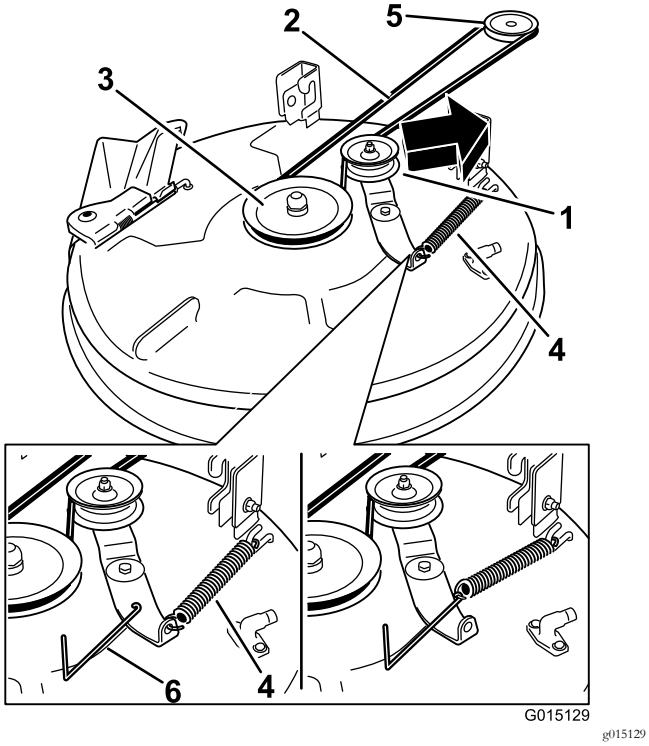
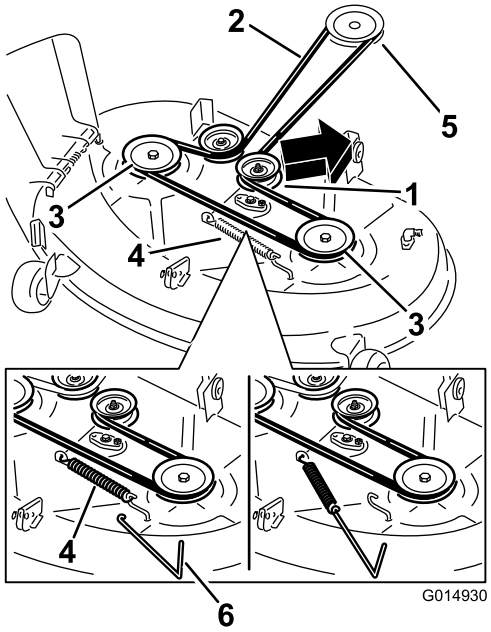

Figuur 71
Figuur 72
6. Gebruik een veerverwijderaar (Toro onderdeelnummer 92-5771), verwijder de spanpoelieveer van de maaidekhaak om de spanning op de spanpoelie te verwijderen en rol de riem van de poelies (Figuur 71 en Figuur 72).
7. Leg de nieuwe riem rond de motorpoelie en de poelies van het maaidek (Figuur 71 en Figuur 72).
8. Gebruik een veerverwijderaar (Toro onderdeelnummer 92-5771) en plaats de spanpoelieveer terug op de maaidekhaak om spanning op de spanpoelie en de riem te zetten (Figuur 71 en Figuur 72).